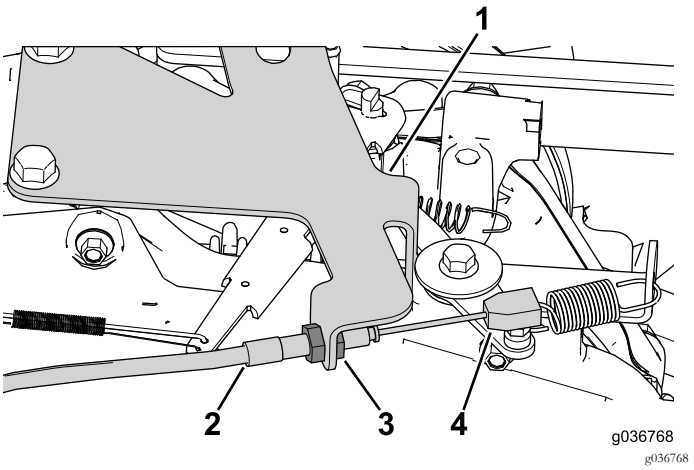

Figur 33
1. Bruk låsemutrene på kabelen til å justere og feste kabelen til braketten (Figur 33).